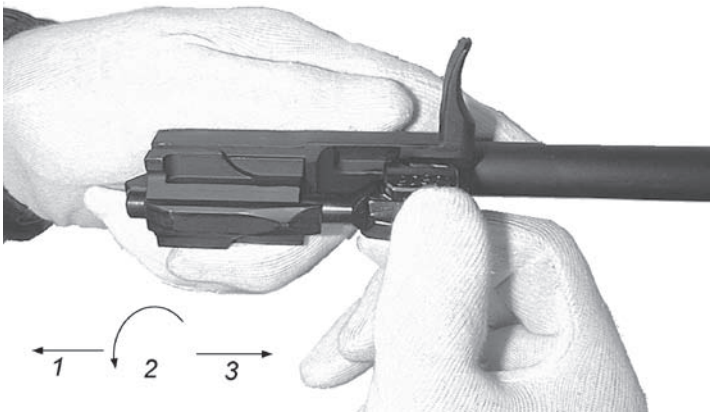

Rys. 66. Odłączanie zamka od suwadła
- ująć suwadło lewą ręką zamkiem do góry *(rys. 66)*;